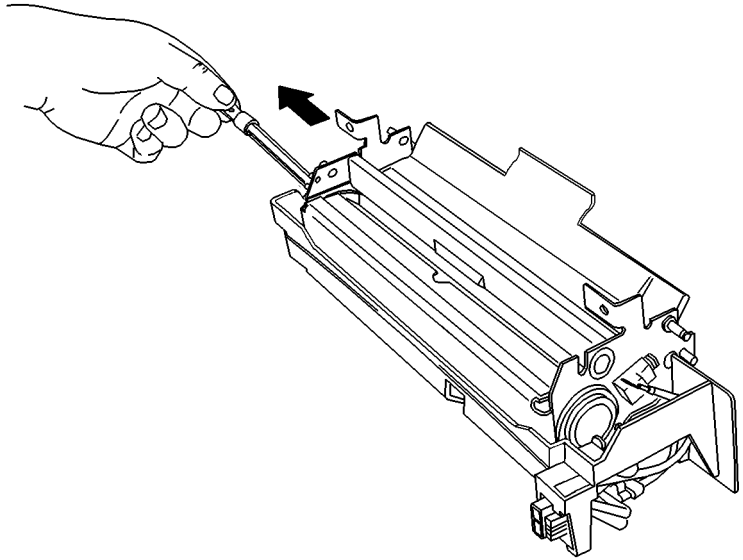

Рисунок 2 Снятие нагревательного стержня
4. Выньте нагревательный стержень (Рисунок 2).